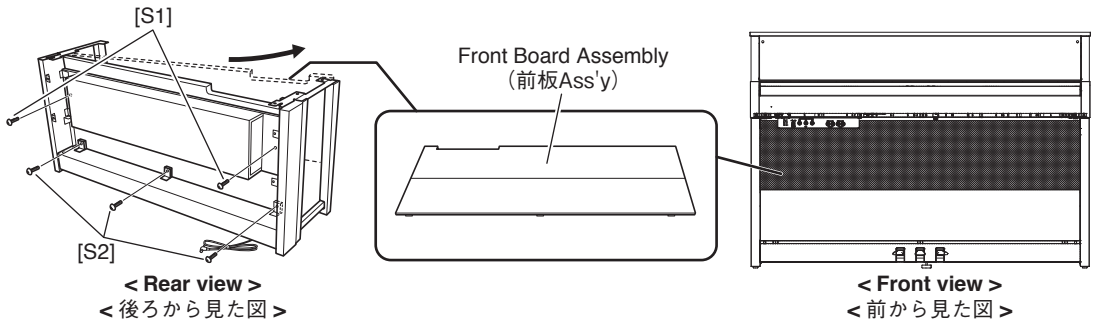

Fig.21 (図 21)
24-2 From the rear side, remove the two (2) screws marked [S1] and the three (3) screws marked [S2]. (Fig.21)
24-3 From the front side, pull out the front board assembly to remove it. (Fig.21)
24-2 後側から [S1] のネジ 2 本と [S2] のネジ 3 本を外します。(図 21)
24-3 前側から前板 Ass'y を外します。(図 21)